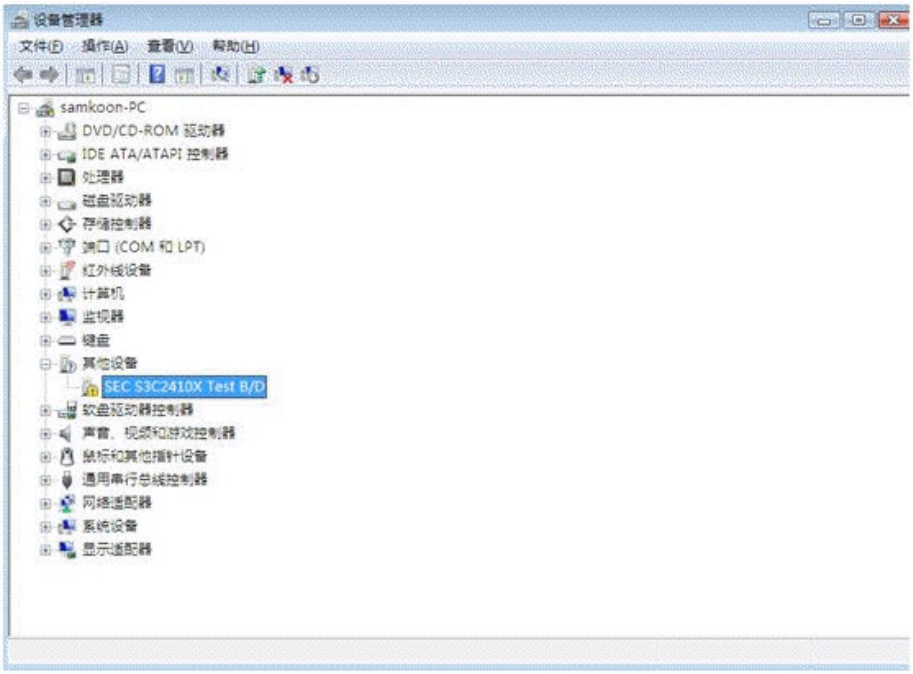

Рисунок2-22: Диспетчер устройств VISTA
- Выберите “Ask me later”, и затем откройте диспетчер устройств для нахождения устройства сенсорной панели. Правый щелчок на устройстве и выберите обновление драйвера. Смотрите рисунок 2-22.